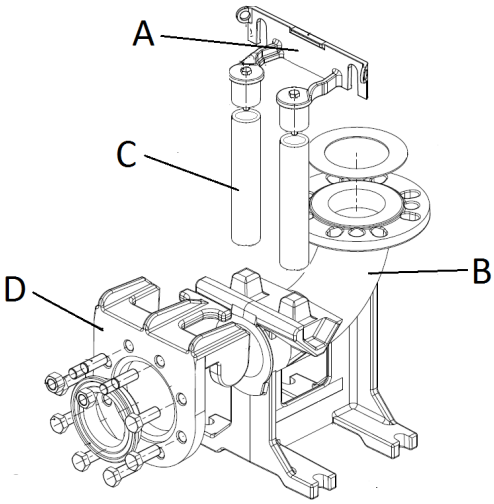

Fig. 5
- Fäst förankringsbygeln för styrrören (fig. 5 - pos. A) i tankens kant.
- Placera stödfoten för automatisk förankring (fig. 5 - pos. B) på brunnens botten. Använd ett lod för att kontrollera att de koniska utsticken för anslutning av styrrören är helt lodräta i förhållande till motsvarande utstick på förankringsbygeln på tankens kant. Kontrollera även planheten med hjälp av ett vattenpass.
- Märk ut läget för hålen på stödfoten. Fastställ därefter styrrörens (fig. 5 - pos. C) exakta längd.
- Montera specialflänsen (fig. 5 - pos. D) med slid och skena på pumpens utloppsrör. Haka fast vajern eller kedjan vid handtaget eller hålet upptill på pumphuset.